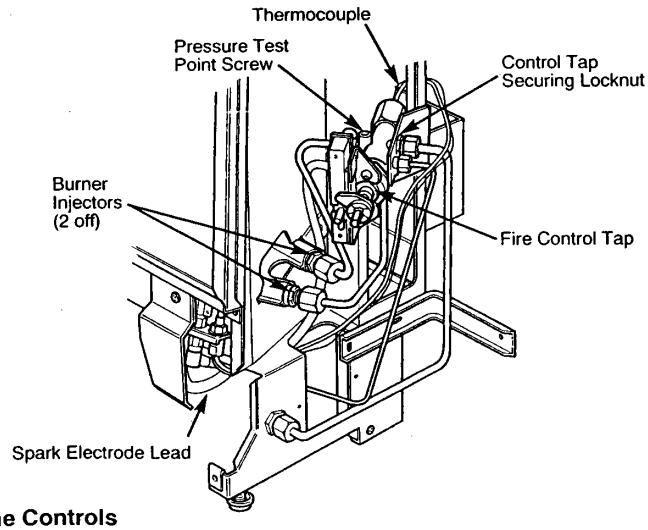

Fig. 10 The Controls
8. Remove the burner as follows: (Figs.10 and 11).
(b) To exchange the component: (Fig. 10). Pull off the plastic cap and disconnect the spark electrode lead from the piezo unit. Disconnect the four pipes at the gas tap. Disconnect the thermocouple from the gas tap. Remove the 3 screws securing the gas tap bracket to the inner case and remove the complete assembly. Remove the locknut holding the gas tap to the bracket or innercase and remove the gas tap.
5. BURNER (Figs.10& 11)
7. ELECTRO-MAGNET UNIT (Figs 10 & 12)